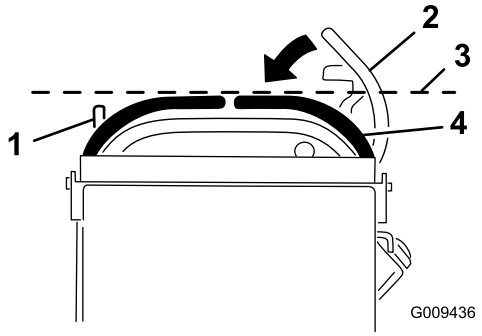

Figur 67
3. Skub højre bevægelseshåndtag ned og ud af den neutrale låseposition (Figur 67).
4. Kontroller, at det flugter vandret med venstre bevægelseshåndtag (Figur 67).